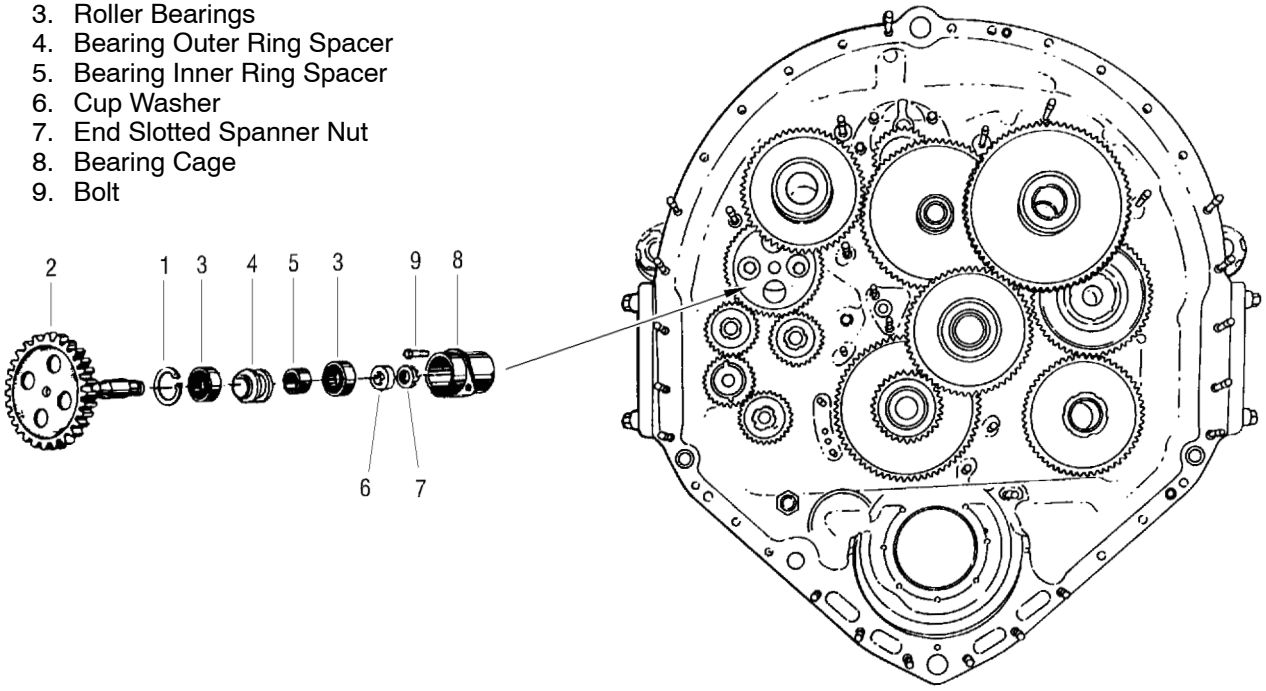
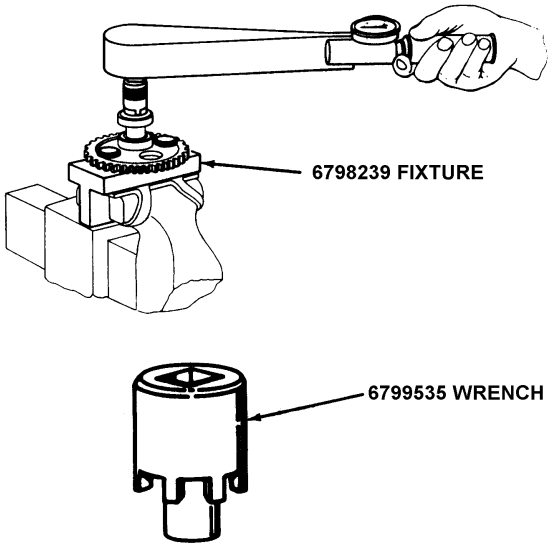
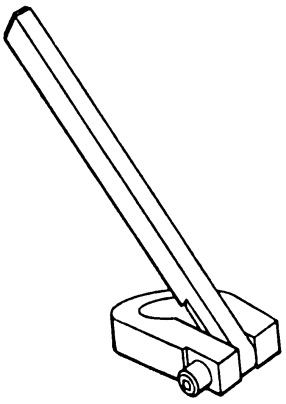

Figure 7. Tachometer Drive Idler Gear Details
Figure 8. Installing the Tachometer Drive Idler Gear Spanner Nut
Figure 9. 6799537 Cup Washer Dimpling Fixture
11. TACHOMETER DRIVE IDLER GEAR INSTALLATION. (figure 7)
*6829061	Washer, cup (1)
a. Install internal retaining ring (1, figure 7) sharp edge outward over shaft of idler gear (2). (QA)
d. Install cup washer (6) and end slotted spanner nut (7). (QA)
e. Install assembly in 6798239 holding fixture and with 6799535 end slot spanner nut wrench, (figure 8) tighten nut (7, figure 7).
f. Torque nut to 420 lb in., loosen and torque to 240–420 lb in. (QA)
g. Secure end slot spanner nut (9) by dimpling cup portion of washer into one of the scallops on OD of nut. Use 6799537 cup washer dimpling fixture (figure 9). (QA)
h. Install gear and bearing assembly in the bearing cage (8) and insert the snap ring (1). (QA)
i. Install gear and cage assembly in rear housing using two bolts (9). Torque bolts to 70–85 lb in. and lockwire. (QA)